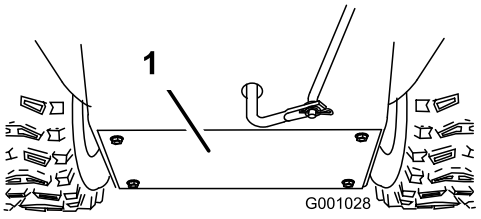

Figur 43
3. Ta bort den bakre kåpan (Figur 43).